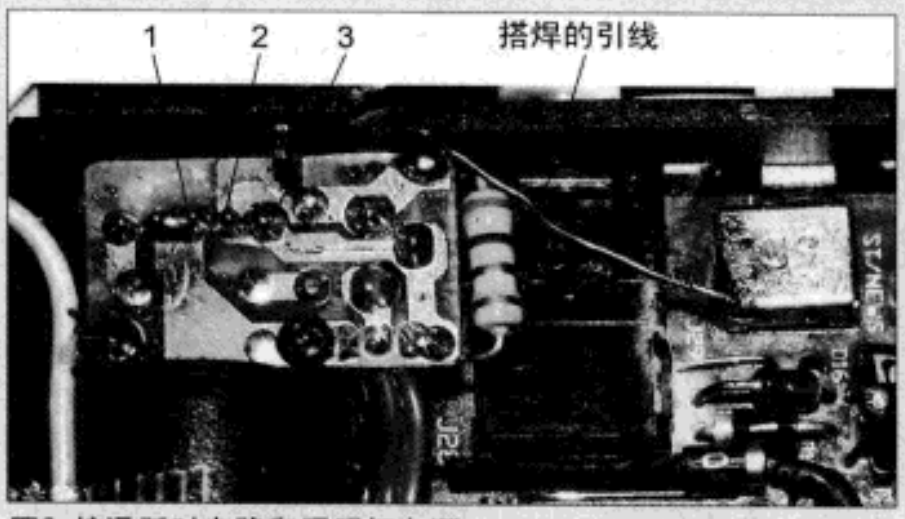

图8 接通延时电路和照明灯电源
7. 先把电源开关板安装好，然后在电源开关的第3脚（电源端）和立体声/单声（音调）切换开关的外壳上搭焊一根导线，如图8所示，这样延时熄灯电路就接通电源了，拨动照明灯开关（S3）或者按下延时启动按钮（S2），照明灯就能点亮了。